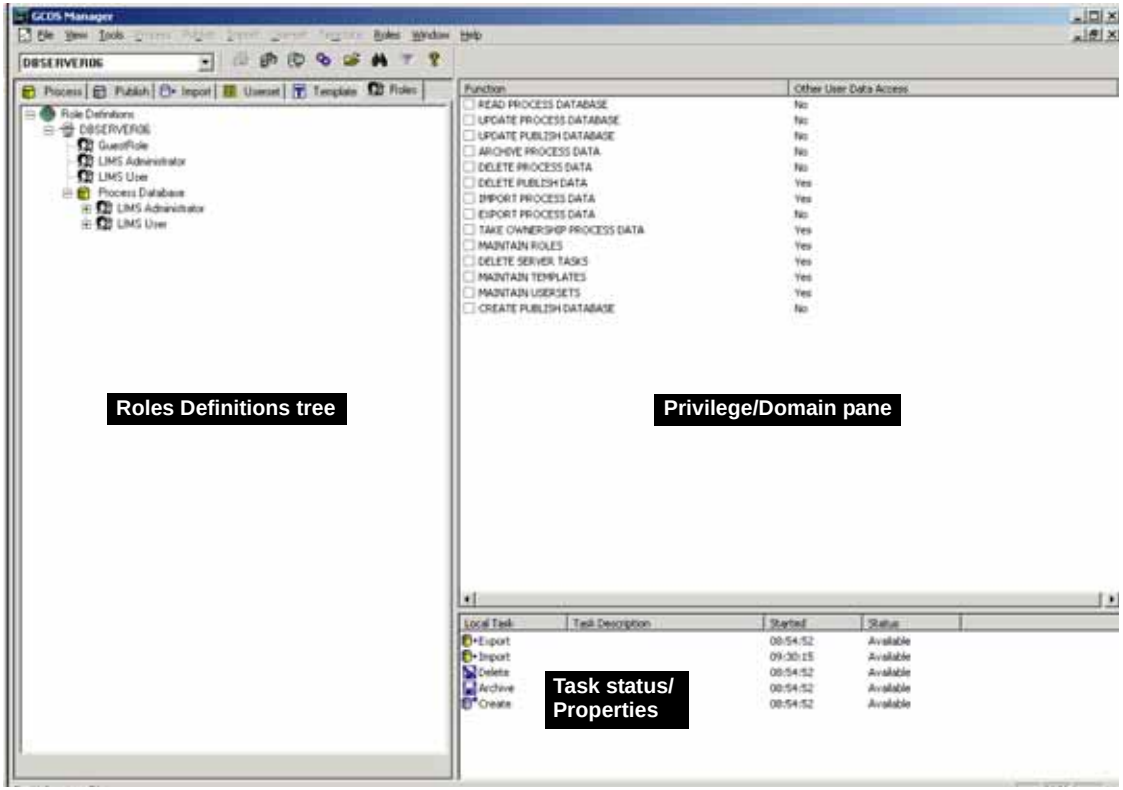

Figure 15.71
- Click the Roles tab to view the three Roles tab windowpanes **(Figure 15.71)**.